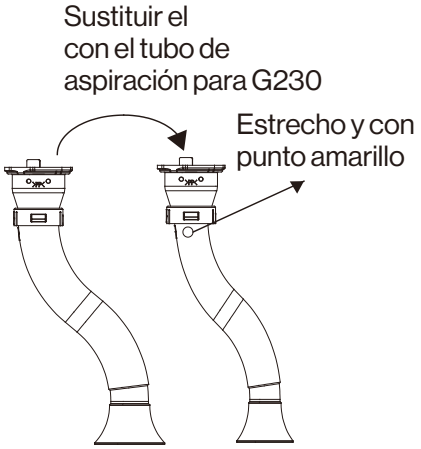

Fig. 4
5. Sustituir el tubo con el adecuado para el tipo del gas (Fig.4):